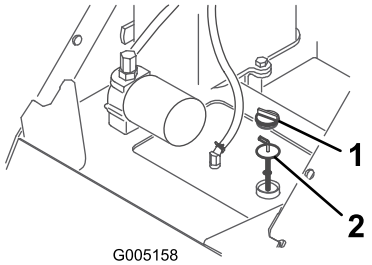

Figure 9
4. Nettoyez la surface autour du goulot de remplissage du réservoir hydraulique (Figure 9).
5. Enlevez le bouchon du goulot de remplissage et vérifiez le niveau de liquide sur la jauge (Figure 9).